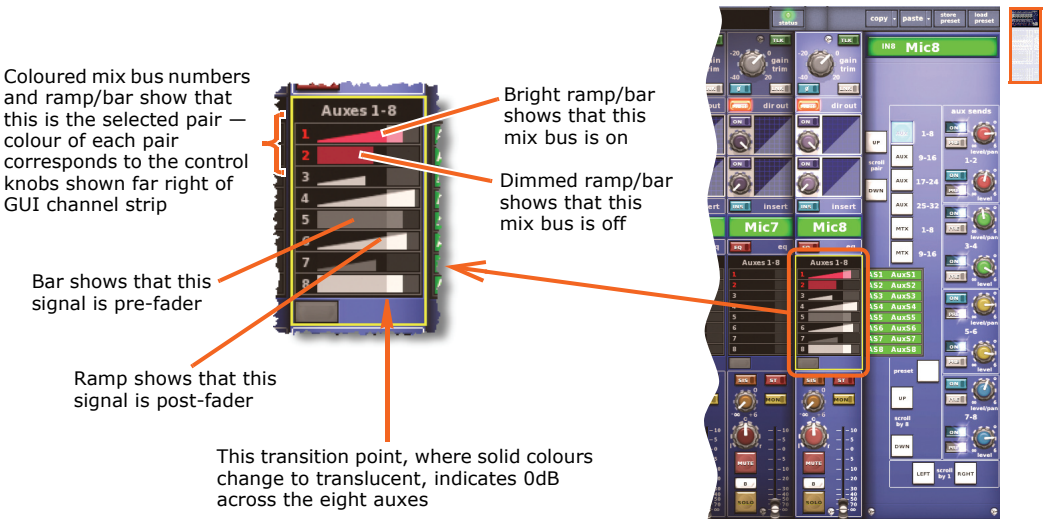

Figure 14: Typical mix section in a GUI input fast strip
Similarly to the inputs, outputs and groups, identification of mixes is by colour coding. The **mix** control knobs in the **mixes** section (input fast strips) and the **matrix** section (mix bay channel strip) change colour to match the currently selected mix pair. Similarly, on the GUI, the bank of mix buses in each input fast strip (see Figure 14 below) are colour matched, but also show mix bus status information.
- **a** Press **PRE** to select pre-fader (on) or post-fader (off). Button status is only available on the GUI (see Figure 14 on page 40).